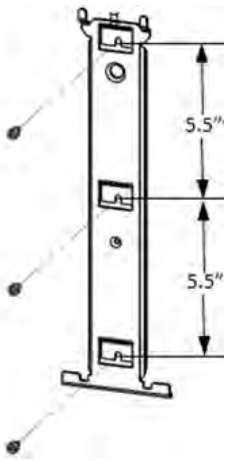

FIG. 19
5.5 Install mounting bracket (hardware not included) to a wall or other suitable structure as chosen by installer or contractor, using the on-center mounting pattern (FIG. 19).